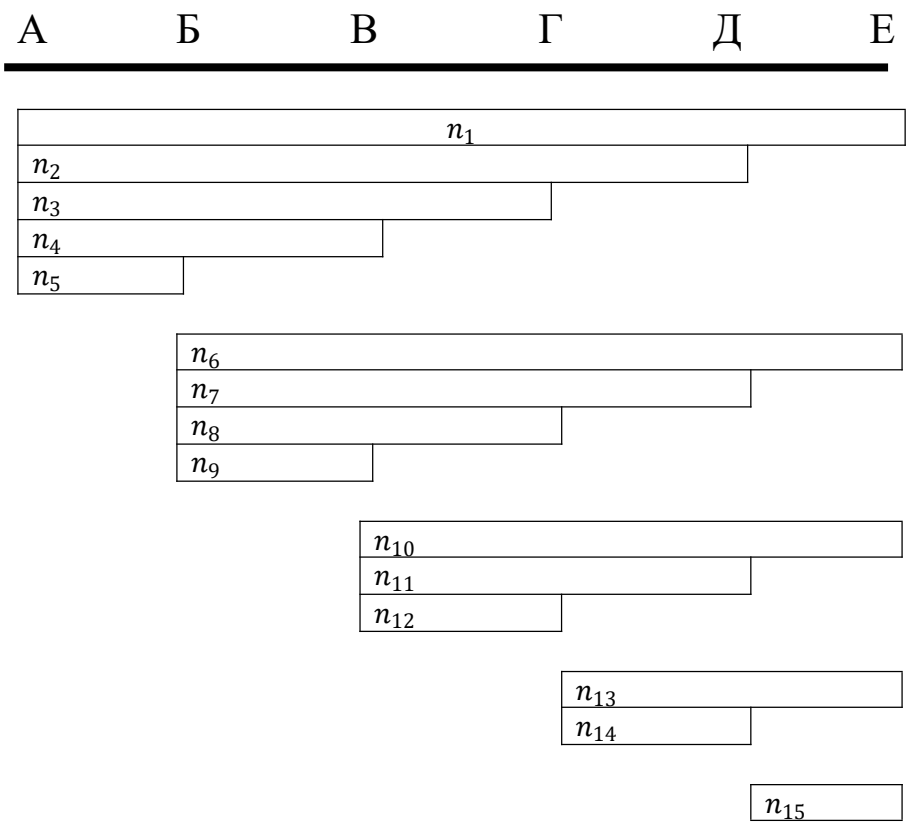

Рисунок 2
3. Определить оптимальный вариант плана формирования поездов методом аналитических сопоставлений (рисунок 2, таблицы 2 и 3).